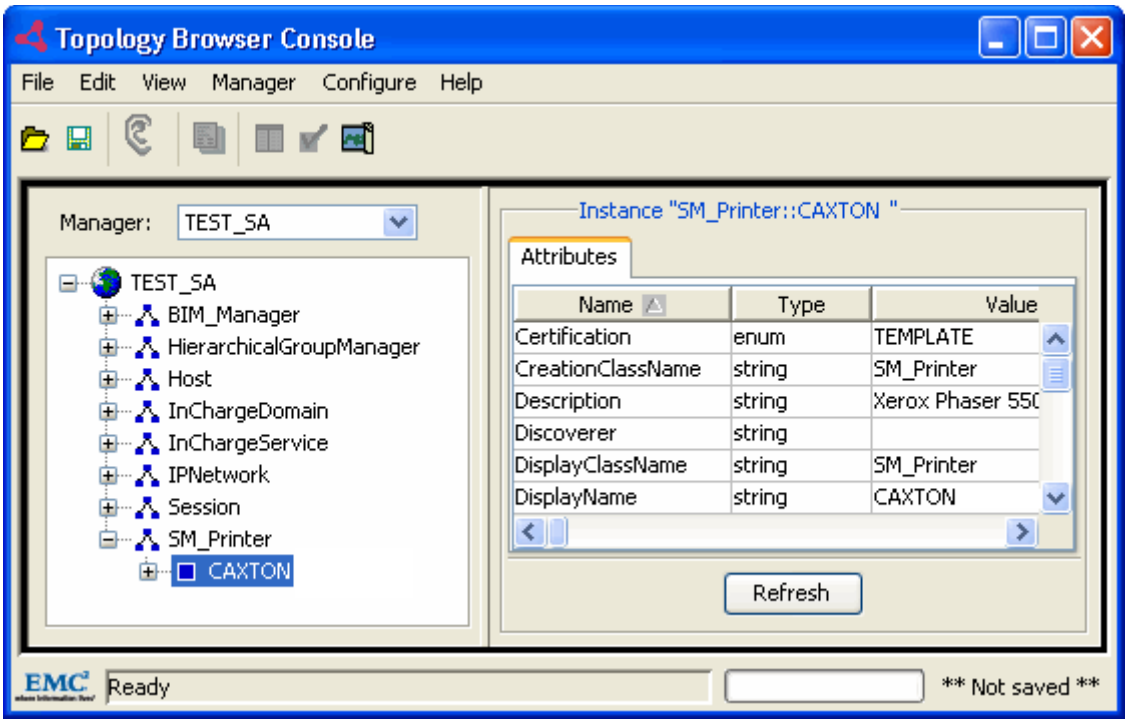

Figure 5 SM_Printer class in the TEST_SA Global Manager
2. In the Topology Browser Console, verify that the SM_Printer class has been added, as shown in Figure 5 on page 41.